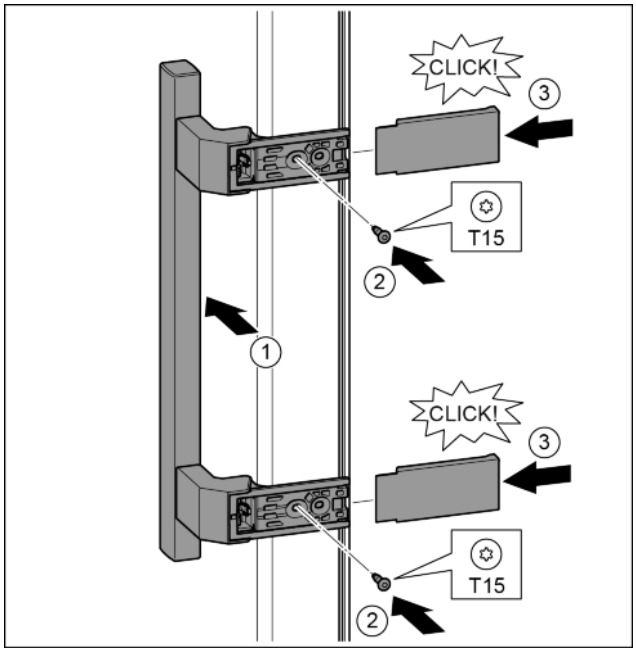

Fig. 35
▶ Greep op de tegenoverliggende zijde aanbrengen. *Fig. 35 (1)*
▶ Schroeven met schroevendraaier T15 vastschroeven. *Fig. 35 (2)*
▶ Afdekkingen zijdelings aanbrengen en erop schuiven. *Fig. 35 (3)*